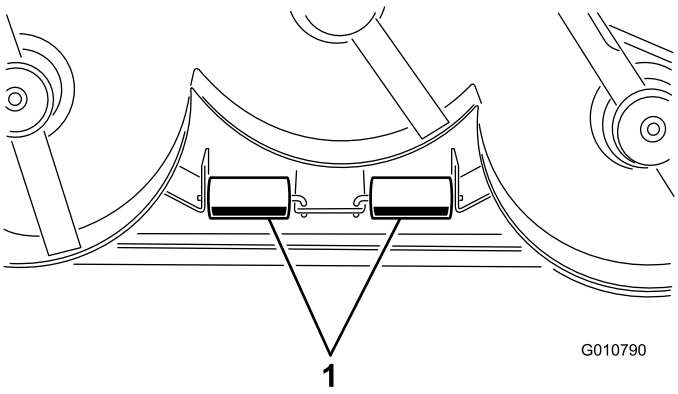

Figur 12
1. Fjern splintene som fester valseakslene til undersiden av klippeenheten (Figur 12).